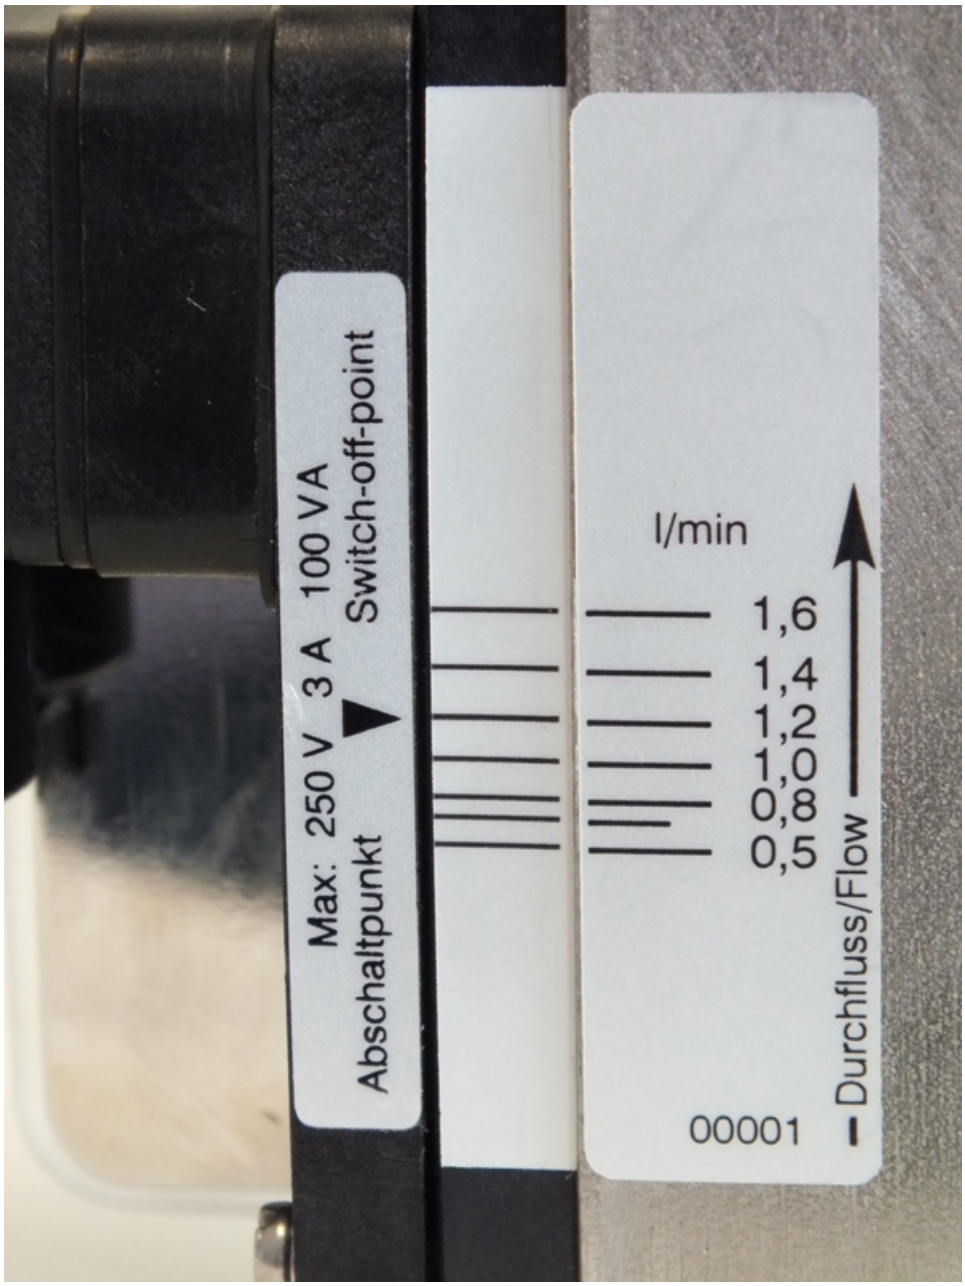

Fig. 26: Reading-off the flow value
1. Make sure that the setting arrow, the scale mark on the positioning aid label (adhesive label on the guide rail) and the appropriate scale mark on the device body are in alignment. (*Fig. 26*).